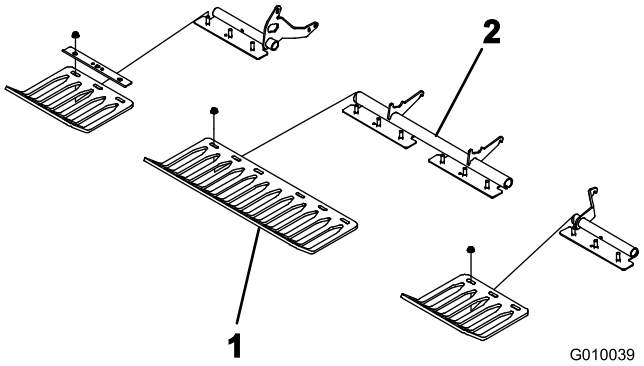

Figur 23
3. Monter plæneafskærmningerne løst på plæneafskærmningsbeslagene med 4 plæneafskærmningsklemmer og 12 flangemøtrikker (Figur 23). Tilspænd ikke fastgørelsesanordningerne.
Bemærk: Plæneafskærmningsklemmerne og flangemøtrikkerne er fastgjort til plæneafskærmningsbeslagene ved leveringen (Figur 23).